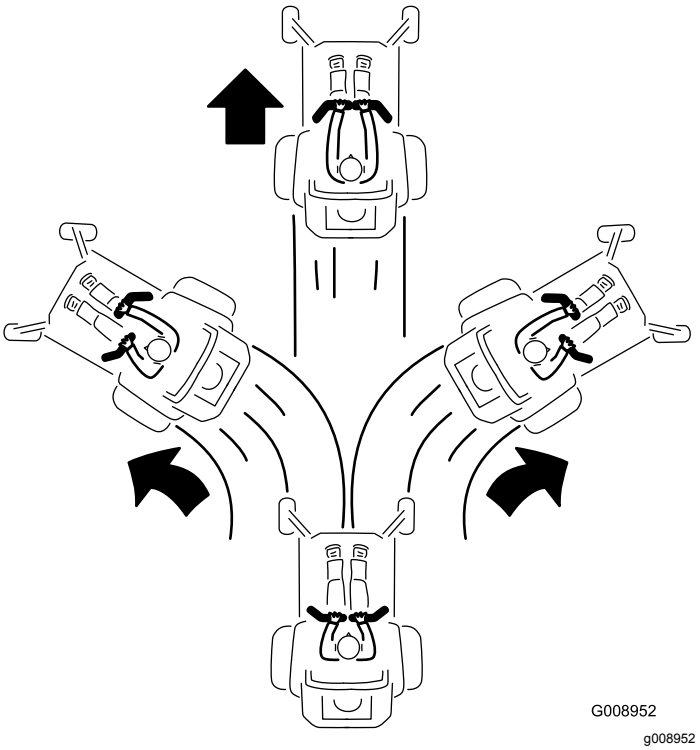

Bild 21
3. Drücken Sie die Fahrantriebshebel langsam nach vorne, um vorwärtszufahren (Bild 21).